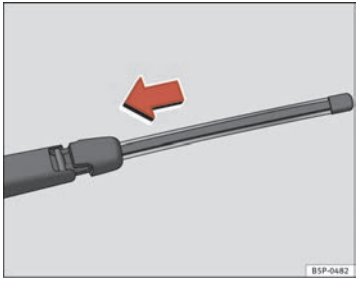

Fig. 186 Fit the rear window wiper blade
– Place the blade as shown in the ⇒ page 236, fig. 186 and slide the adapter along until it engages.